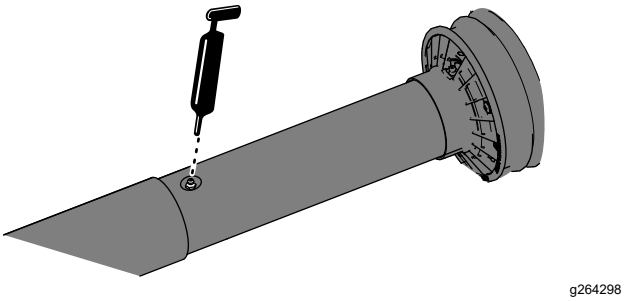

Figuur 10
3. Schuif de aandrijfas van de aftakas gedeeltelijk uit om toegang te krijgen tot de smeernippel dicht bij het midden van het binnenste aandrijfasscherm (Figuur 10).
4. Breng smeervet aan in de smeernippel voor de in elkaar schuivende koppeling van de aandrijfas zoals getoond in Figuur 10.